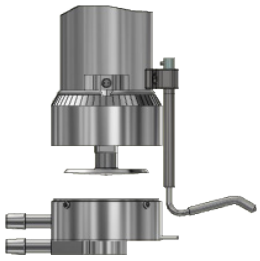

Figure A-4
- When properly aligned, there should be no gap between the spindle and coupling (See Figure A-4).
- Attach the cup, taking care not to hit the cone with the cup (Figure A-4), by positioning the cup against the mic ring and swinging the tension bar under the cup. The tension bar should have plastic tubing in place.